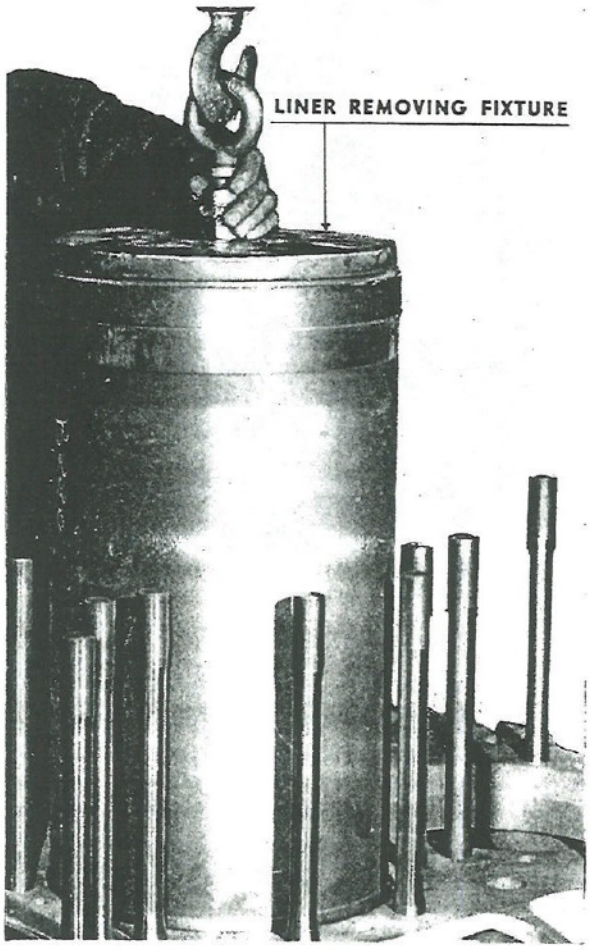

Fig. 105. Pulling Liner from Block
c. The lines from the Manzel oiler also must be removed. On the camshaft side of the engine remove the camshaft covers and the tappet cluster on the outside of the block at the location of the cylinder from which the liner is to be pulled. Remove the compression coupling on the end of the copper oiler tube with a crescent wrench. Be sure to take off the ferrule type washer and put in a safe place. The compression coupling is fitted on a ⅜-inch pipe nipple. This nipple is fitted with a threaded nut and washer that holds packing against the engine around the nipple. Remove the threaded nut with a crescent wrench and also remove the washer and packing. The end of the nipple is milled flat. Apply a crescent wrench to this flat surface and unscrew the nipple as it is threaded into the liner. When unscrewed from the liner, the nipple can be lifted out. Repeat this procedure on the exhaust manifold side of the engine. On the exhaust side, the oiler connection is easily accessible from the outside of the block without removing any units from the engine. The set of tools includes two liner pulling plates, or discs of flat metal cut to the outside measurements of the liner and drilled in the center. Place one of these plates on top, and insert through the hole the long liner puller bolt which has a ring head. Fit the second liner puller plate at the bottom of the liner with the lower end of bolt inserted in the plate hole. Tighten up with the nut provided. Attach a block and tackle or chain hoist to the ring on the liner puller bolt and pull the liner out of the engine, as shown in Fig. 105.